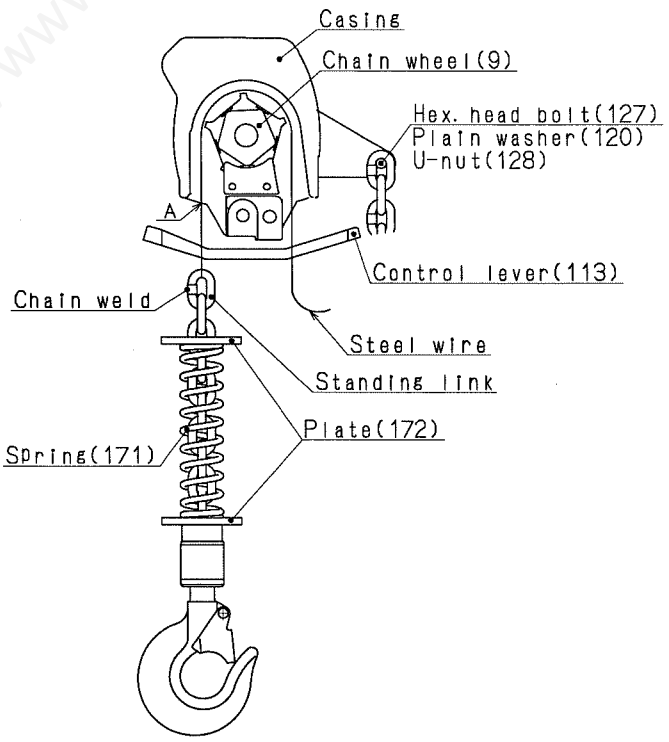

Fig.7
1. Method 1 (See Fig. 7)
1.Method 1 (See Fig. 7 & 9)